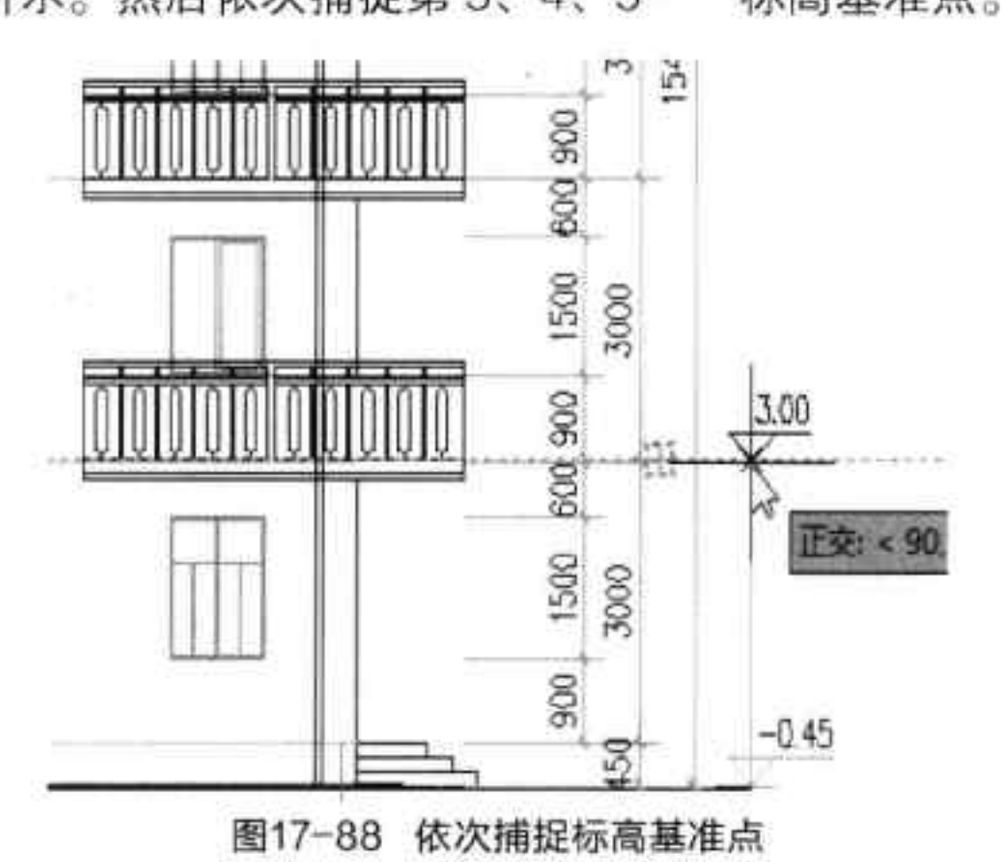

图17-88 依次捕捉标高基准点
Step 03 捕捉第 2 层标高基准点，如图 17-88 所示。然后依次捕捉第 3、4、5……标高基准点。